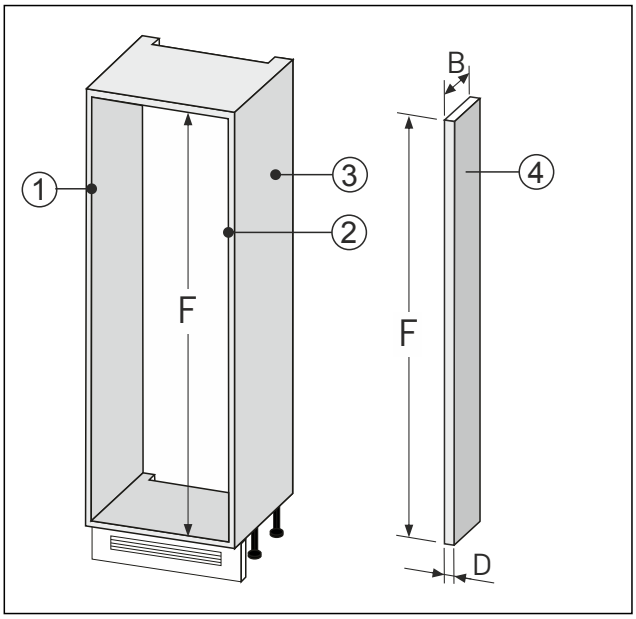

Fig. 89
▶ Confecționați profilul de compensare a peretelui *Fig. 89 (4)* conform dimensiunilor menționate mai sus.